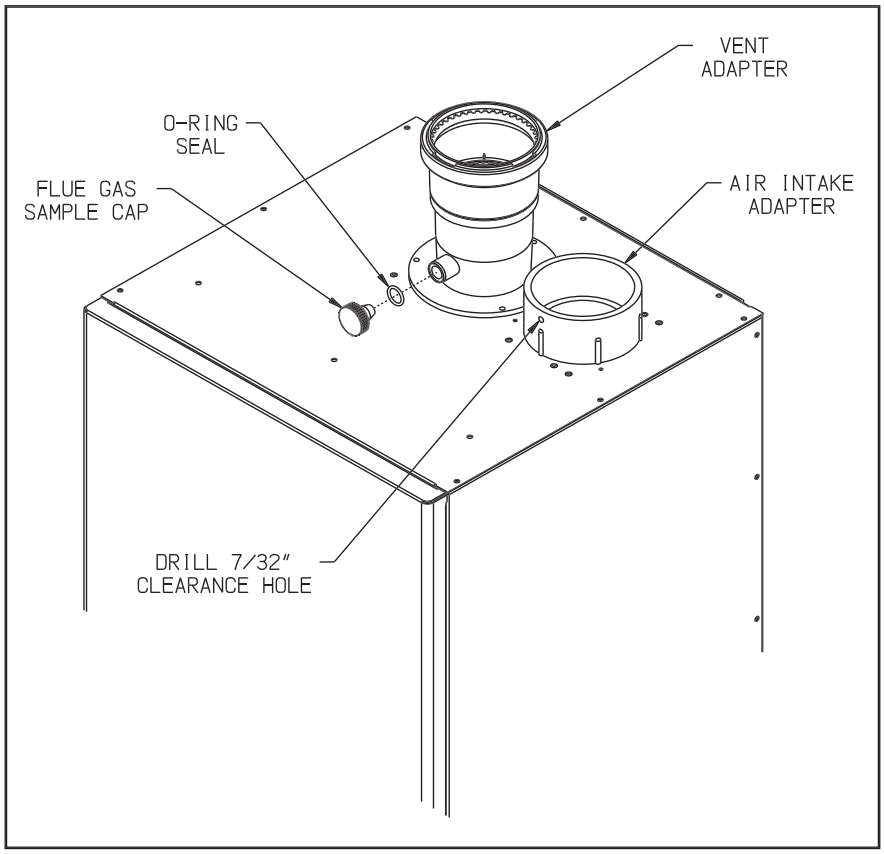

Figure 7.27: Vent Connections and Flue Gas Sample Cap Location
Never leave the boiler in operation without the gas sample cap in place (Figure 7.27).
a. The vent adaptor has two different inside diameters. The smaller, lower, inside diameter accepts 3” nominal PolyPro (Figure 7.27). A locking ring in the adaptor prevents the vent pipe from coming out of the adaptor once it is inserted. Lubricate the upper gasket in the vent adaptor with soapy water and insert the first piece of 3” PolyPro into the adaptor until it bottoms out.